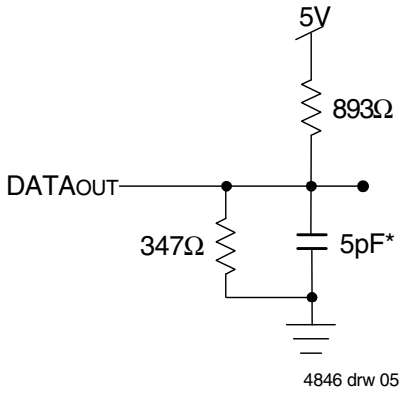

Figure 2. Output Test Load (For t_{CKLZ}, t_{CKHZ}, t_{OLZ}, and t_{OHZ}).
1. Transition is measured 0mV from Low or High-impedance voltage with the Output Test Load (Figure 2). This parameter is guaranteed by device characterization, but is not production tested.
1. Transition is measured 0mV from Low or High-impedance voltage with the Output Test Load (Figure 2).
3. Transition is measured ±200mV from Low or High-impedance voltage with the Output Test Load (Figure 2).